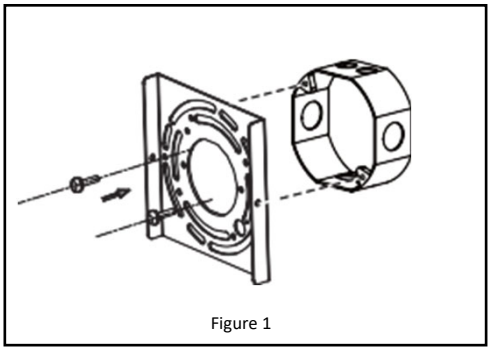

Figure 1
2. Attach the mounting plate to the junction box. ***See Figure 1.***